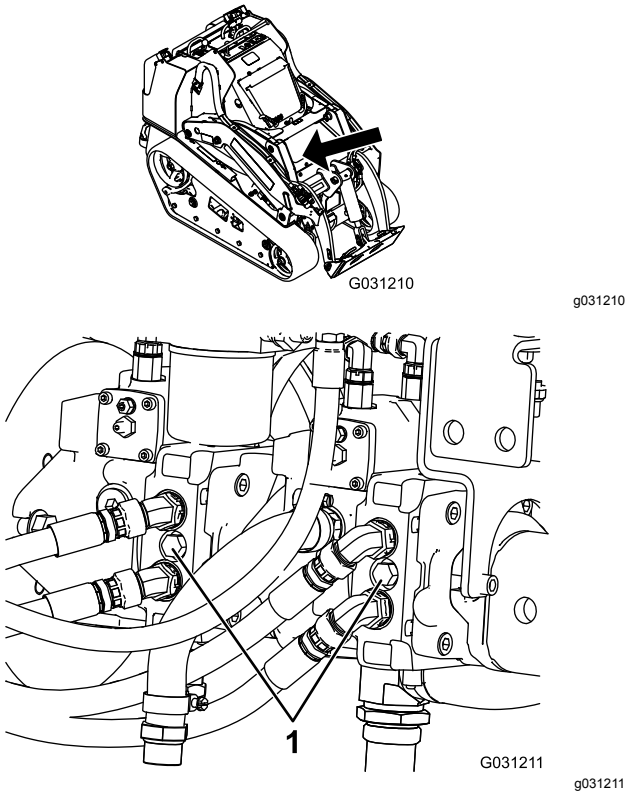

**Figuur 26**
4. Gebruik een steeksleutel om de sleepkleppen op de hydraulische pompen tweemaal linksom te draaien (Figuur 26).